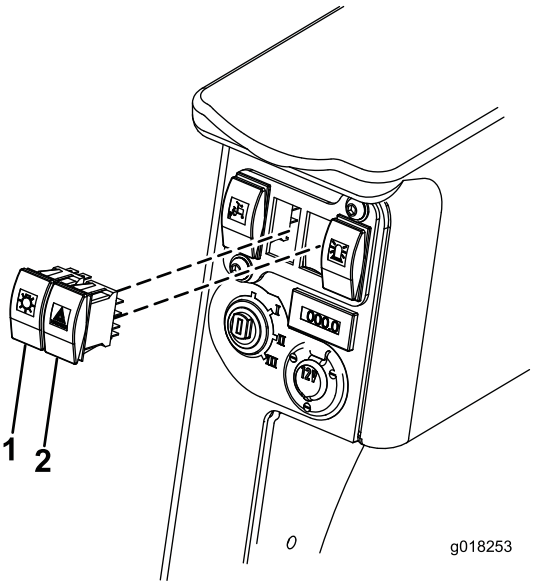

**図 16**
7. ライト用スイッチとハザード用スイッチをそれぞれのコネクタに接続し、スイッチを穴にセットする（図 16）。